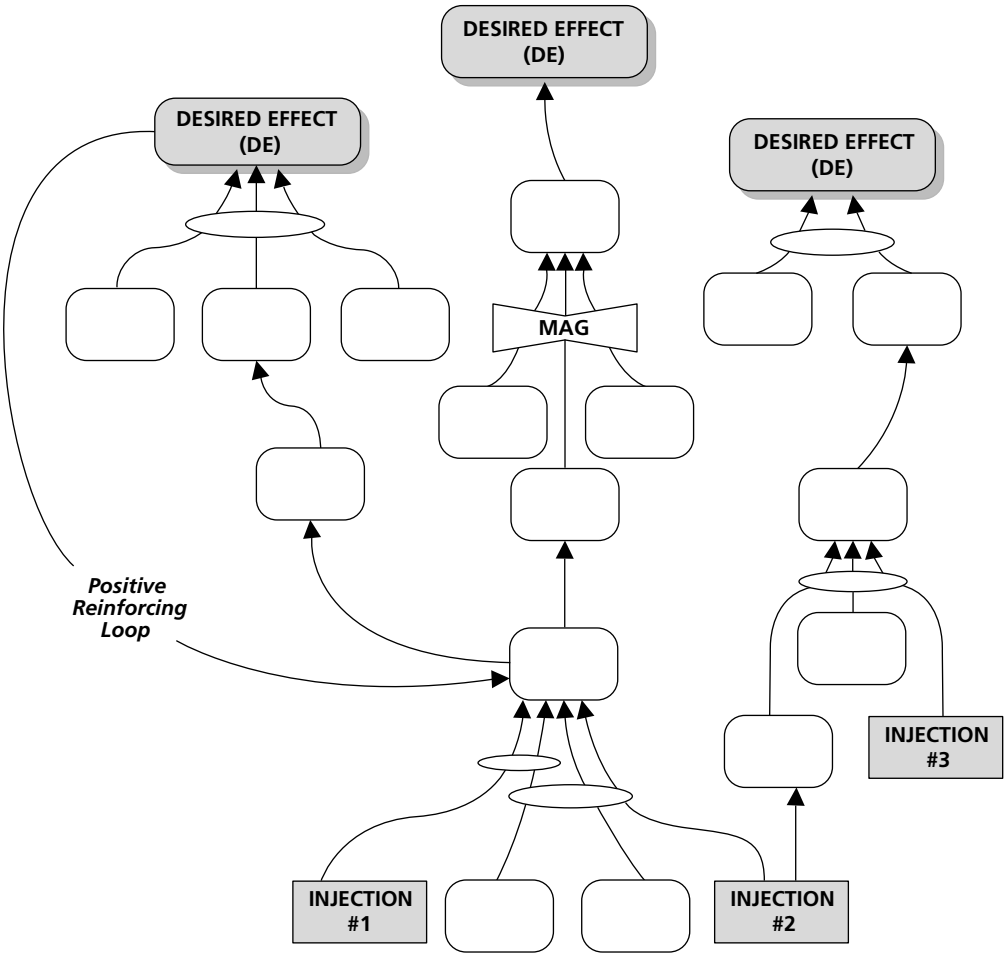

Figure 6.1 The Future Reality Tree (FRT).
The Future Reality Tree (FRT) is a sufficiency-type logic structure designed to predict how changes to the status quo would affect reality—specifically to produce desired effects (DE) (see Figure 6.1). It's an expression of a reality that doesn't yet exist. The FRT visually unfolds the cause-and-effect relationship between changes we make to existing systems and their resulting outcomes.